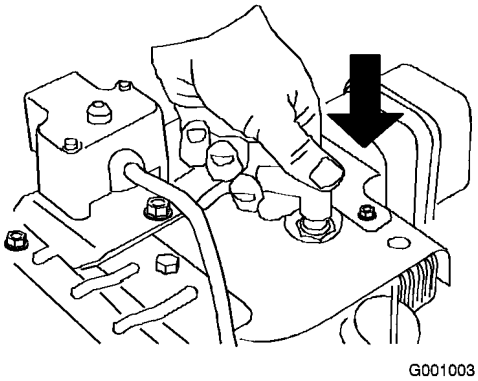

Figur 19
1. Anslut tändkabeln (Figur 19).